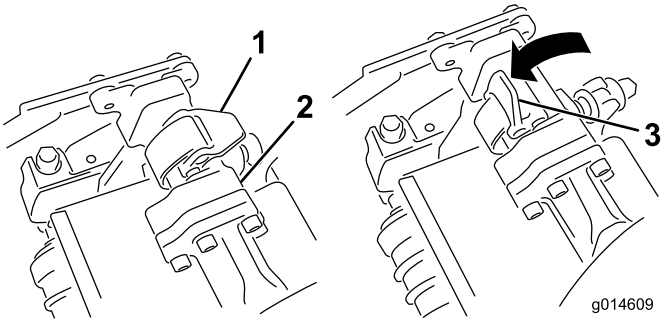
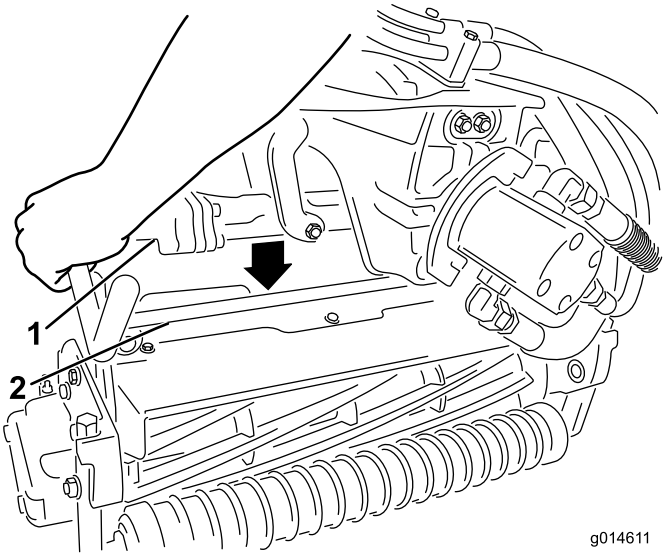

**Figur 36**
**Figur 37**
4. Låt spärrarna på upphängningsarmstången peka uppåt (dvs. de ska vara öppna) (Figur 36) och tryck upphängningsarmen nedåt så att stången passar över stången över ovansidan av klippenheten (Figur 37).
5. Fäll spärrarna nedåt och runt klippenhetsstången och lås dem på plats (Figur 36).
5. Öppna spärrarna på upphängningsarmstången på den klippenhet som du tar bort (Figur 36).